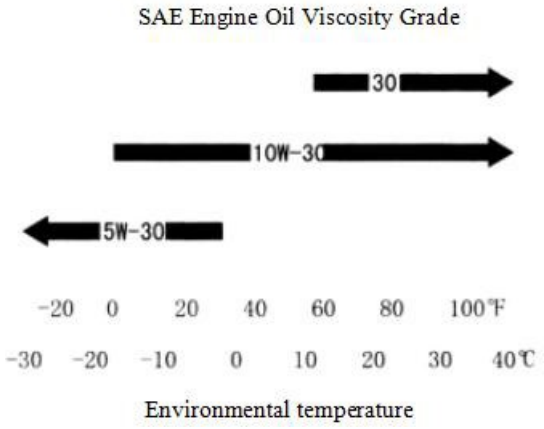

Rys.4.
4.3.3 Zalecana temperatura otoczenia maszyny wynosi -15°C-40°C. Zaleca się stosowanie oleju silnikowego SAE 10W-30, który jest równy klasyfikacji APISE, SF i SG. Rys.4 poniżej znajduje się tabela konsystencji oleju silnikowego SAE.
d. Umieść maszynę benzynową poziomo i dodaj zalecany olej silnikowy do dolnej krawędzi wlewu oleju. W odniesieniu do ilości dodatku oleju silnikowego patrz Rys. 4.